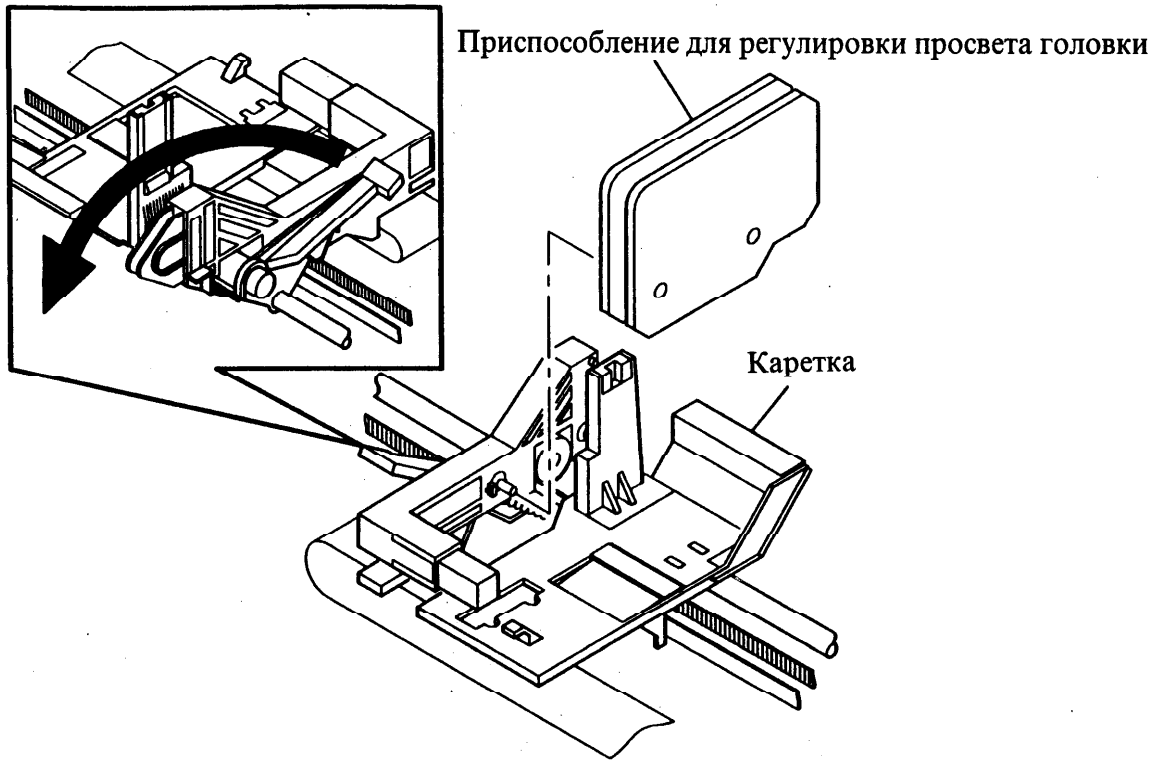

Рисунок 1 Установка приспособления для регулировки просвета головки
2. Установите приспособление для регулировки просвета головки на узел каретки (рис. 1).